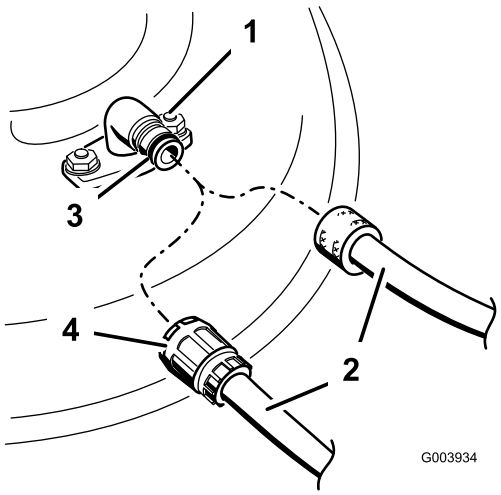

**Figur 70**
3. Fest slangekuplingen til enden av klippeenhetens vanninntaksnippel, og skru på vannet (Figur 70).